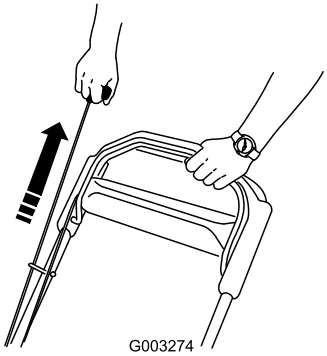

Figura 14
4. Tirate la maniglia di avviamento (Figura 14).